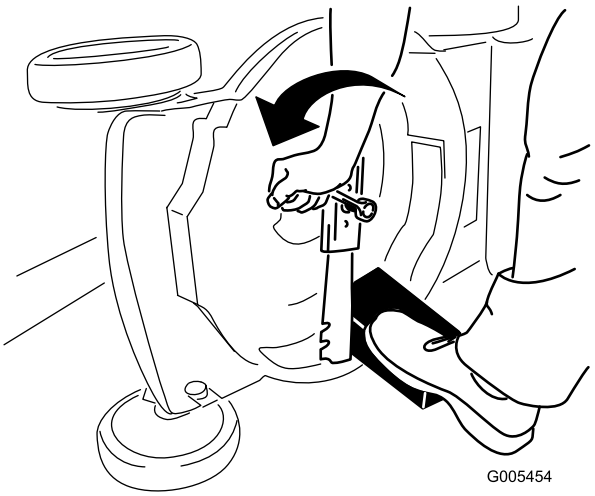

Figur 36
3. Håll kniven stilla med hjälp av en träkloss (Figur 36).
4. Ta bort kniven och spara alla monteringsdelar (Figur 36).